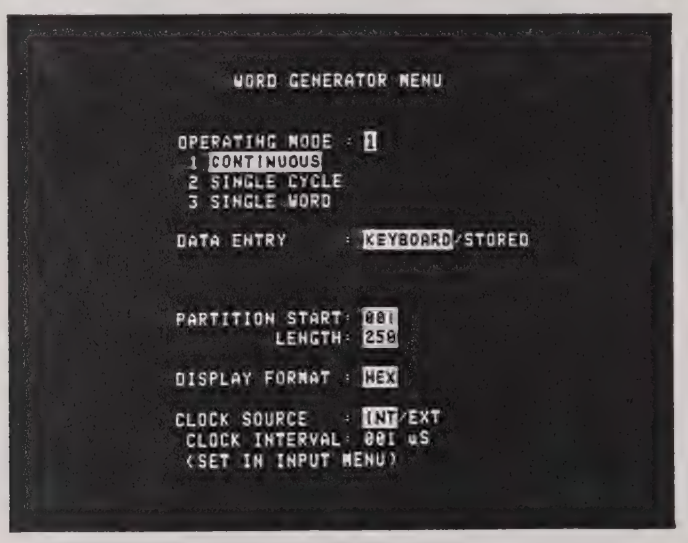

Figure 6.1 - Word Generator Menu in Default Display
6.3.1 Shown below in Figure 6.1 is the **WORD GENERATOR MENU** in the default mode, ready for manual set-up.